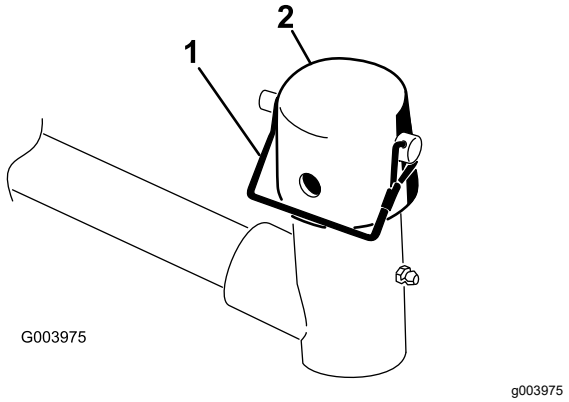

Figure 9
9. Retirez la goupille à fermoir et le capuchon de la chape de pivot du bras de levage (Figure 9).
Remarque: Utilisez la fente pour rendre l'unité de coupe directionnelle ou le trou pour que l'unité de coupe reste fixe (Figure 9).